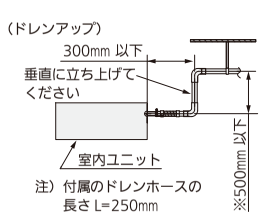

図7
- ドレン配管高さはドレン排水口より 500mm を限度として上げることができます。特性上ドレンアップ高が高いほど排水音が低くなります。このためドレンアップ配管高さは 300mm 以上を推奨します。（※排水できなくなるため、絶対に 500mm より高くしないでください）（図 7）